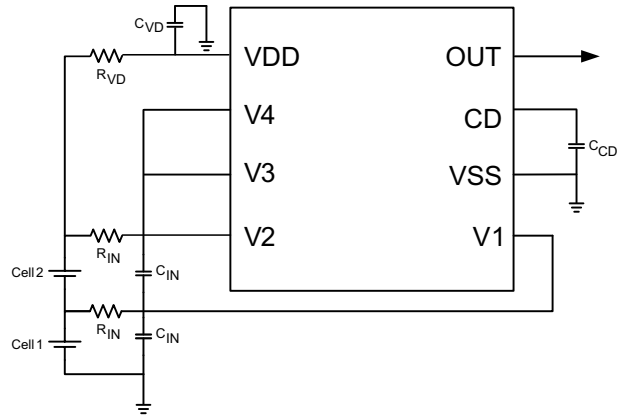
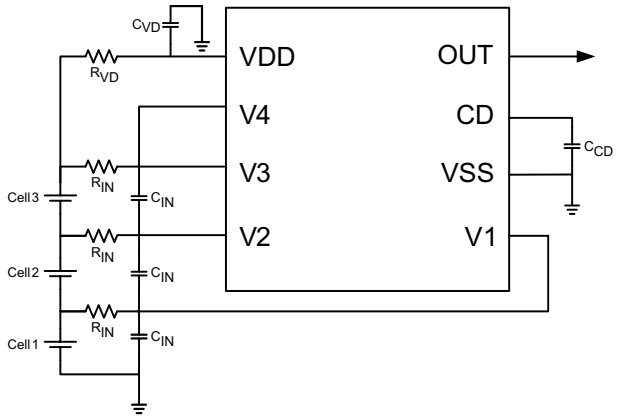

図 9-2. 2-Series Cell Configuration with Capacitor-Programmed Delay
図 9-3. 3-Series Cell Configuration with Capacitor-Programmed Delay
1. Determine the number of cells in series. The device supports a 2-S to 4-S cell configuration. For 2S and 3S, the top unused pin(s) should be shorted as shown in 図 9-2 and 図 9-3.